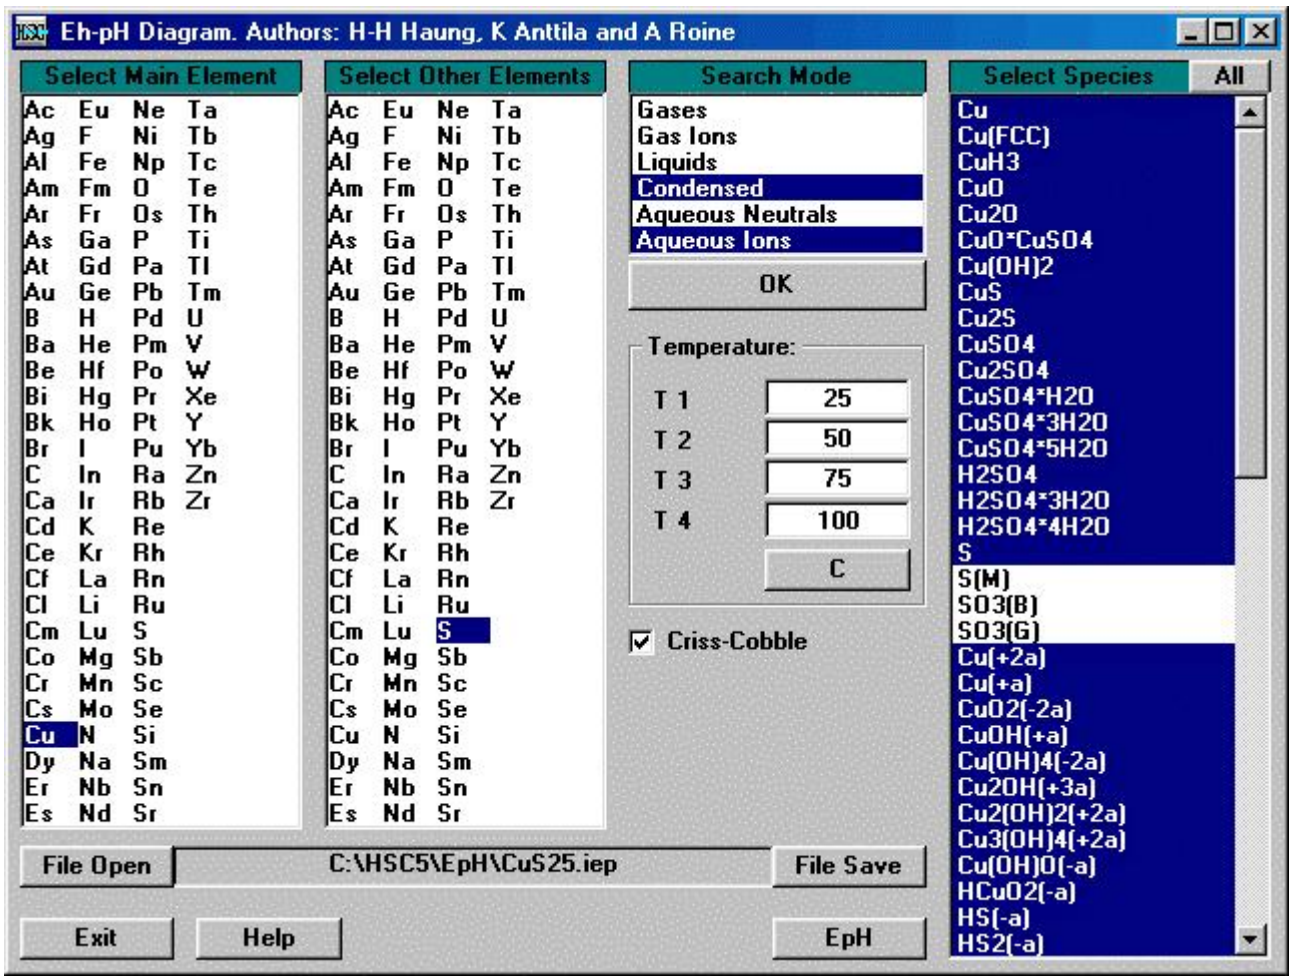

Fig. 1. Selecting elements and species for the Eh - pH - diagram.
The EpH Diagram selection in the HSC main menu will show the EpH-form, Fig. 1. The user must specify the chemical system, which will be used to calculate the diagram in this form. Assume that system contains Cu, S and H_2O. The following steps should be specified in order to create the diagram:
6. **Temperature**: The user must specify at least one temperature for the diagram. Up to four temperatures may be specified in order to draw combined diagrams, which show the effect of temperature. The temperatures 25, 50, 75 and 100 C have been selected in this example, Figs. 1 and 2.